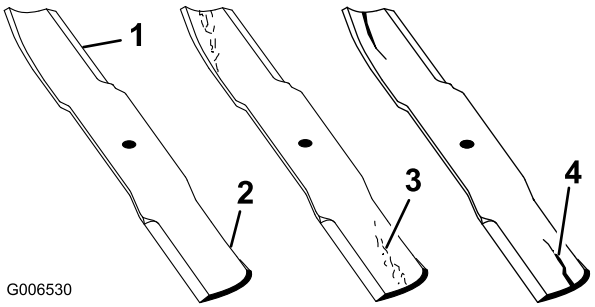

Figuur 92
1. Controleer de snijranden (Figuur 92). Als de snijranden niet scherp zijn of inkepingen vertonen, moet u de messen verwijderen en deze slijpen. Zie De maaimessen slijpen (bladz. 68).
2. Controleer de messen, met name het gebogen deel (Figuur 92). Als u beschadiging, slijtage of groefvorming in dit deel constateert (Figuur 92), moet u het mes direct vervangen.